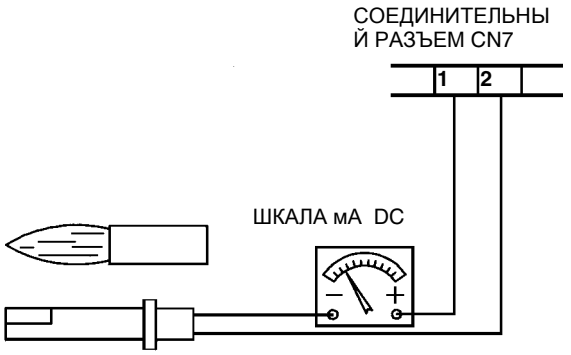

Рис. 56
- Проверить и тщательно почистить фоторезистор улавливания пламени, при необходимости заменить его. При возникновении сомнения проверить контур улавливания пламени уже после установки на место горелки, следуя схеме на Рис. 56;
.Для замера сигнала улавливания пламени следуйте схеме на Рис. 56.